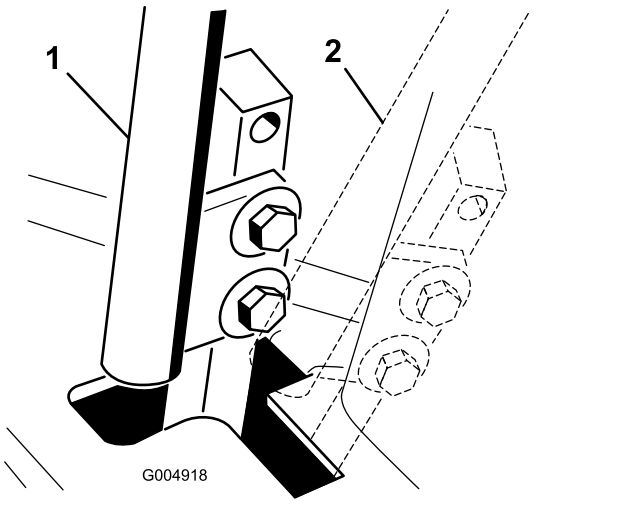

Figuur 55
4. Zet de rijhendel in de NEUTRAALSTAND **zonder deze te vergrendelen** (Figuur 55).
6. Controleer of de hendel de juiste positie heeft ten opzichte van de inkeping in het bedieningspaneel (Figuur 55).